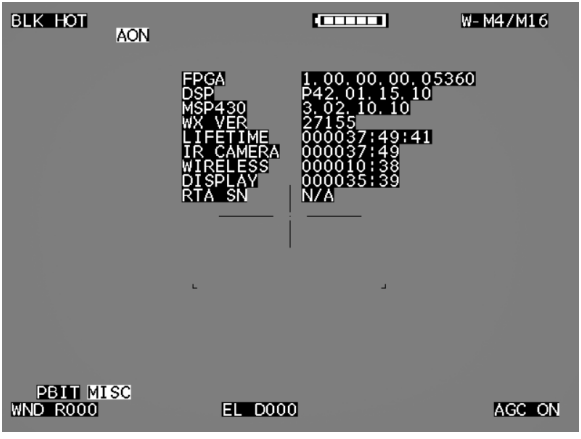

Figure 36. MISC Screen.
b. MISC: Selecting and activating the MISC function calls up the MISC Screen shown in (Figure 36). Press and Release of the PWR/MENU button brings the menu back up.